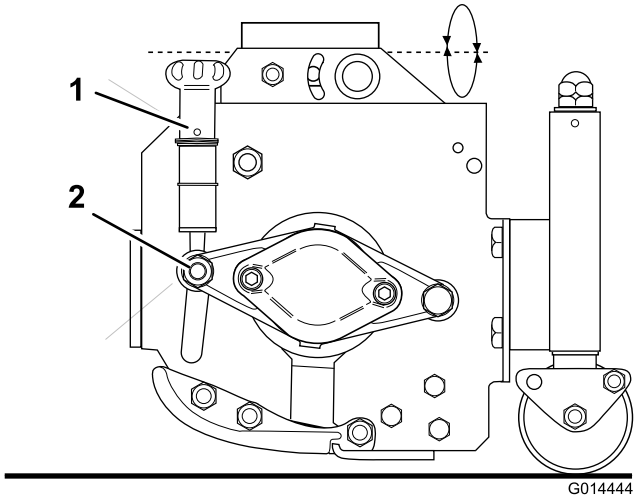

Rysunek 72
3. W przypadku konieczności przeprowadzenia regulacji wykonuj następujące czynności; odkręć nakrętkę (Rysunek 72) o 1/4 obrotu na obu końcach.
4. Na przemian przekręcaj pokrętła (Rysunek 72) na obu końcach obracając cylinder wstecz do momentu aż dolne ostrze będzie wchodzić w lekki kontakt z cylindrem na całej swojej długości.
6. Dokręć nakrętki (Rysunek 72) na obu końcach.